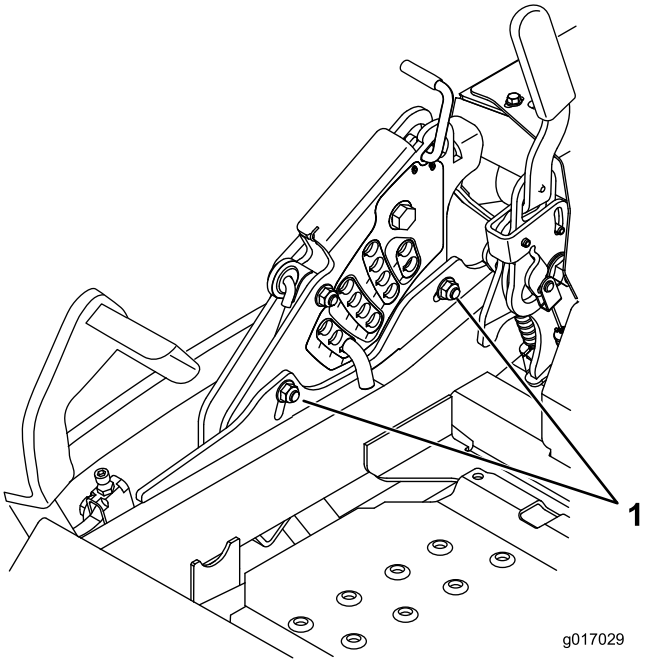

Figura 87
12. Para ajustar el sistema de ajuste de un solo punto, afloje los dos pernos situados cerca del borde inferior de la pletina de altura de corte. Consulte Figura 87.
14. Apriete los dos pernos situados cerca del borde inferior de la pletina de altura de corte (Figura 87). Apriete a 37–45 Nm.